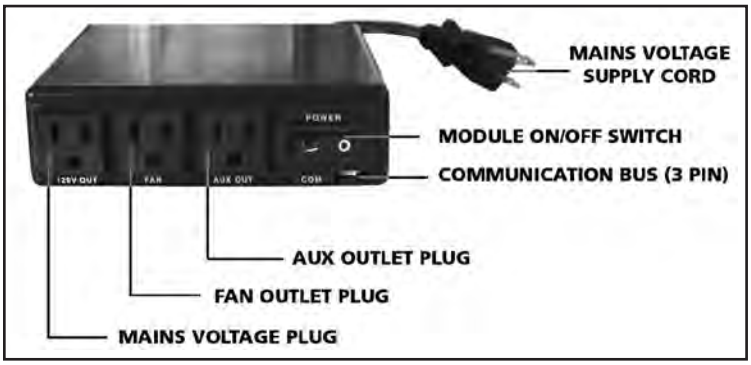

Figure 58: Proflame Fan Control Module.
Fan Control Module (FCM) offers the added ability to control the fan speed through six (6) speeds, a remotely actuated 120V outlet and a constantly powered 120V outlet. The FCM provides DC power to the Receiver allowing the batteries to be used only when line power is interrupted or lost (see Figure 58).